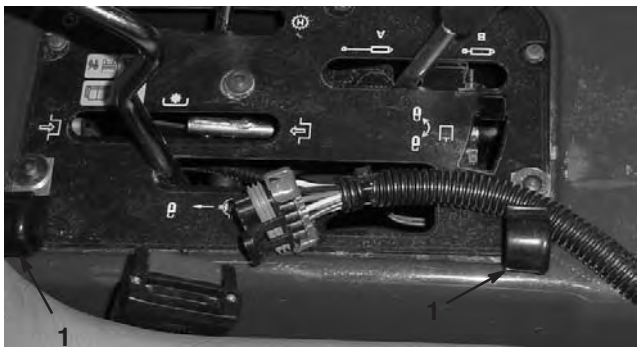

**Figure 15**
**2.** À l'aide des vis de fixation retirées précédemment et (2) rondelles neuves, montez les (2) clips en J (2) sur la planche de bord comme illustré à la Figure 15.